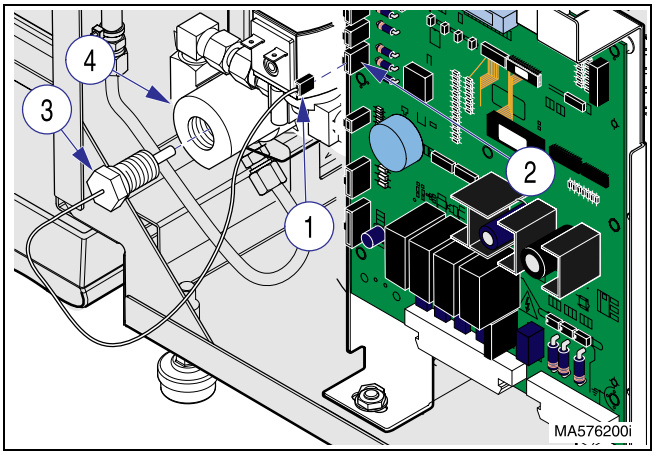

Figure 4-18. Steam Temperature Probe
(1) Unplug power cord from outlet receptacle.
(2) Remove R.H. side panel (Refer to para 4.2).
(3) Refer to para 2.3 and ***record*** old temperature probe calibration data.
(4) Disconnect temperature probe harness (1, Figure 4-18) from connector J5 (2) on main p.c. board.
(5) Using a wrench, remove temperature probe assembly (3) from sensor fitting (4).
(1) Coat threads of temperature probe assembly (3, Figure 4-18) with high temperature pipe thread compound (Loctite 565).
(2) Install temperature probe assembly (3) into sensor fitting (4) on chamber assembly.
(3) Connect temperature probe harness (1) to connector J5 (2) on main p.c. board.